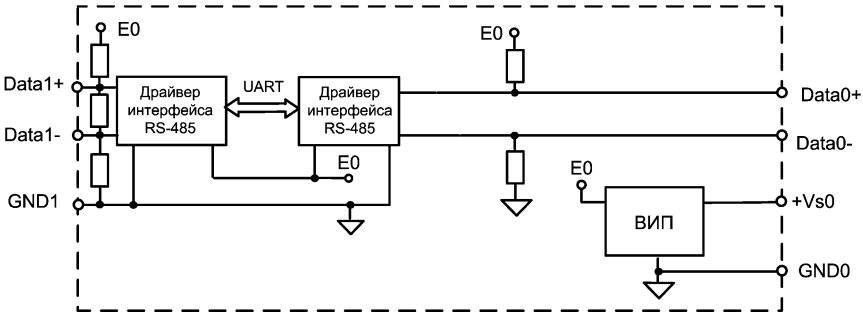
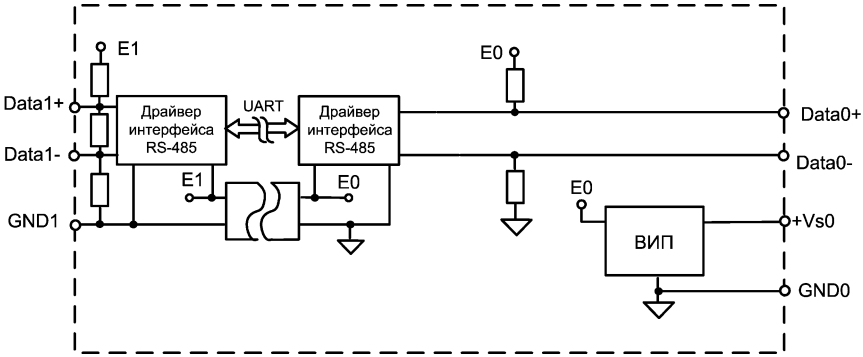

Рис. 3.1. Структурная схема модуля NLS-485C
Рис. 3.2 Структурная схема модуля NLS-485C-I
- содержит на линии разветвления RS-485 встроенный резистор для согласования выходного сопротивления с кабелем с волновым сопротивлением 120 Ом и резисторы смещения для устранения состояния неопределенности линии передачи (см. рис. 3.1).
Модуль NLS-485C (рис. 3.1, рис. 3.2) содержит вторичный импульсный источник питания (ВИП), позволяющий преобразовывать напряжение питания в диапазоне от +10 до +30В в напряжение +5 В. Интерфейс RS-485 выполнен на стандартной микросхеме фирмы Analog Devices (приемопередатчик RS-485), удовлетворяющей стандарту EIA и имеющей защиту от электростатических зарядов, от выбросов на линии связи, от короткого замыкания и от перенапряжения.